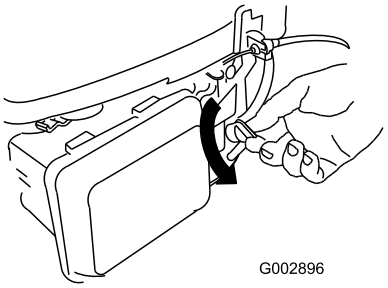

**Figur 23**
2. Drej brændstofventilarmen hen til positionen On (Figur 23).